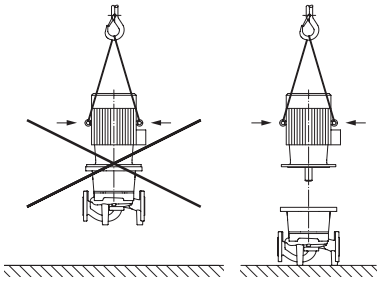

Рис. 1b
• Проушины для транспортировки на электродвигателе служат только для транспортировки электродвигателя, транспортировка всего насоса с их помощью недопустима (Рис. 1b).